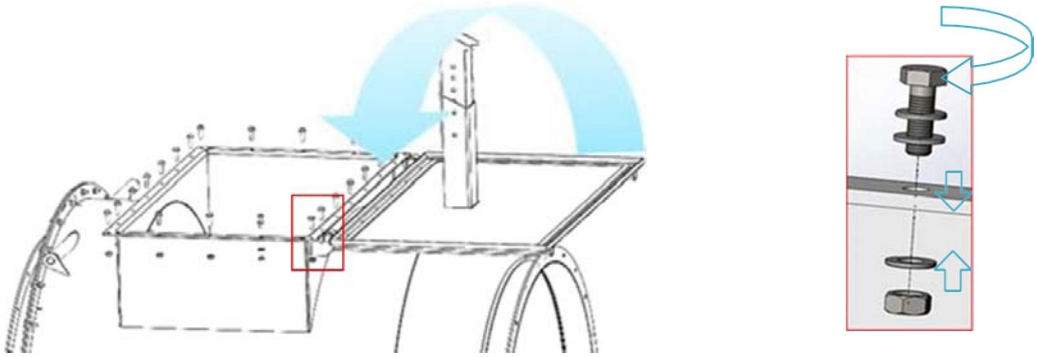

Abbildung 8 : Wartungsplatte schießen
Schritt 3: Schließen Sie die Wartungsplatte wie in Abbildung 8 dargestellt. Wenn nötig das Dichtungsband erneuern, damit es richtig luftdicht ist.